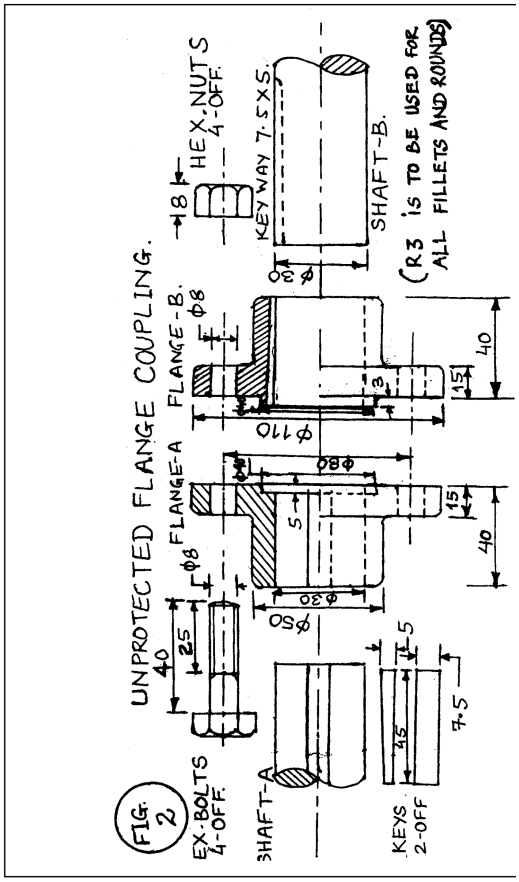

Fig. 2
3. Figure 2 shows the parts of an **unprotected flange coupling (having socket and spigot arrangement)**. Assemble these parts correctly and then draw the following views to a scale full size :